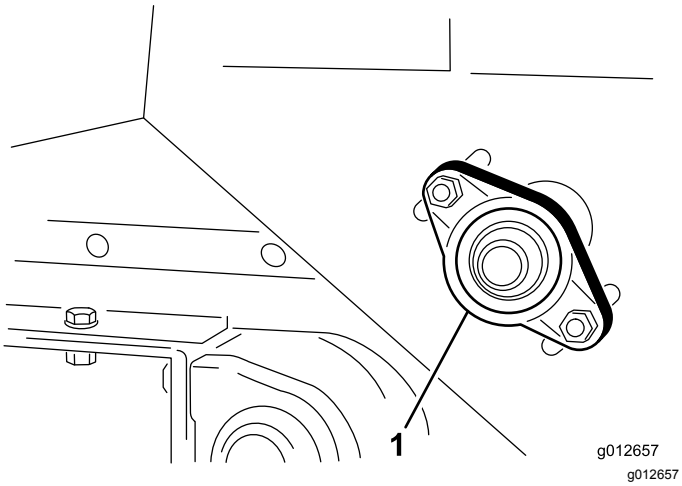

Figur 38
1. Løsn møtrikkerne, der fastgør lejehuset (Figur 38) på den højre side af maskinen.